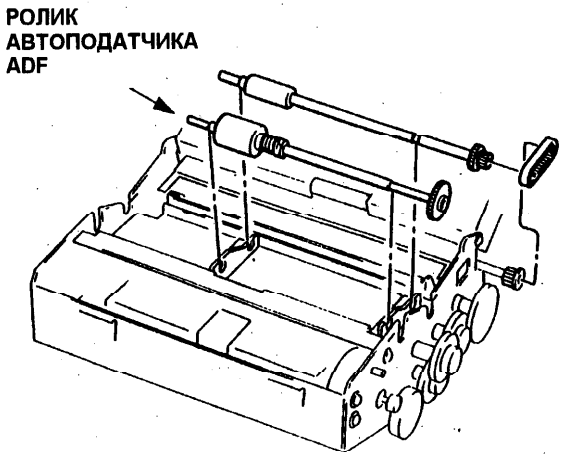

Рис. 2. Ролик автоподатчика ADF
5. Снимите ролик автоподатчика ADF (Рис. 2).